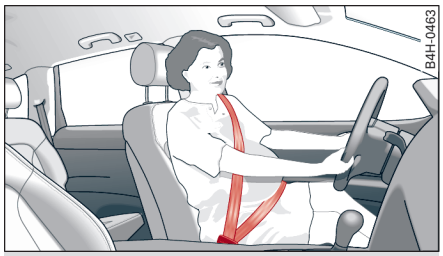

图 170 孕妇系带安全带的方式 ▸
- 拉住锁舌将安全带缓慢匀速地拉出，围过胸部及髋部。髋部安全带部分应尽可能低，以免腹部受压 ⇨ *图 170*，⇨ ⚠。